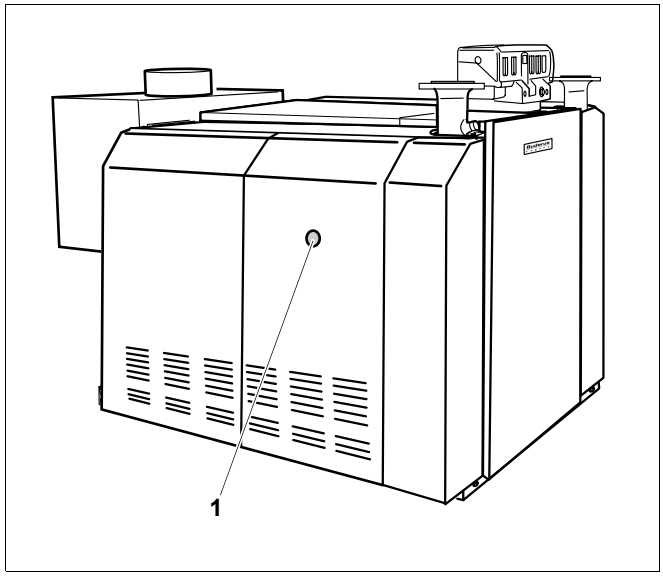

Рис. 8 Кнопка подавления помех
- Нажать кнопку подавления помех (рис. 8, **поз. 1**). Если после многократного нажатия кнопки газовая горелка не включается, то (см. главу 11 "Устранение неисправностей", стр. 55).